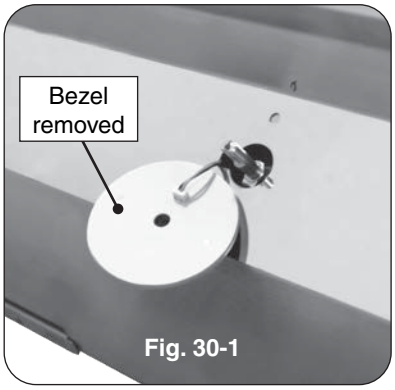

Fig. 30-1
4. Slowly lift away the lighted bezels to clear the valve stems, and let rest as shown in Fig. 30-1.